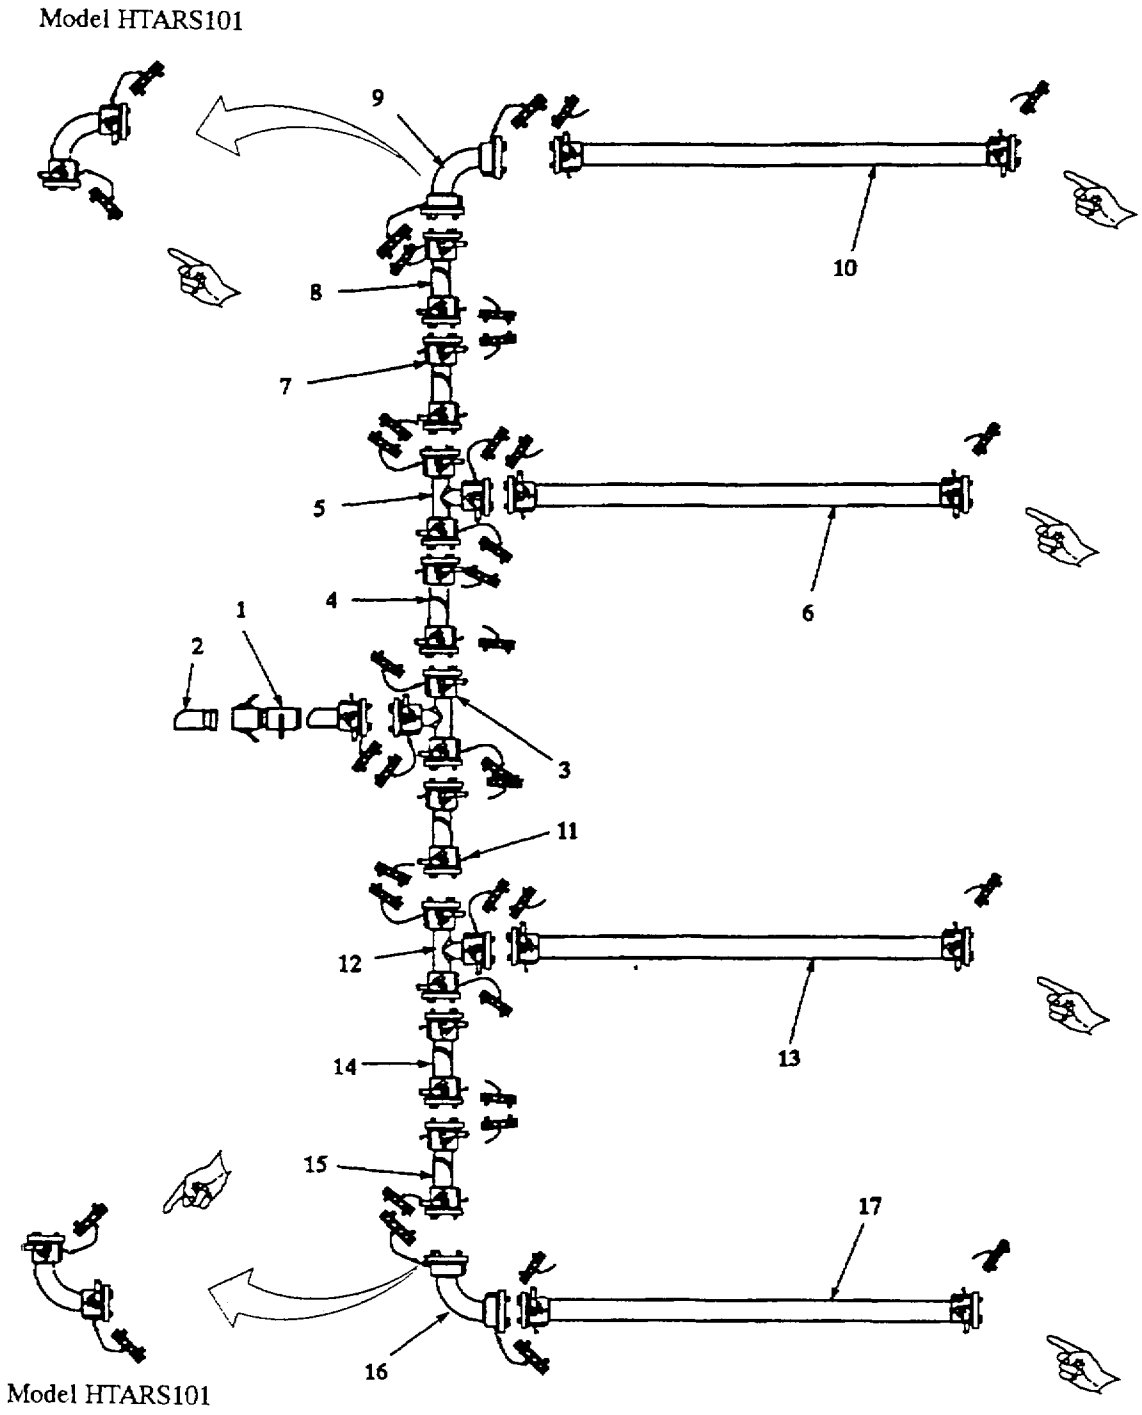

Figure 2-21. Fuel Hose Disassembly.
e. Fuel Hose Disassembly. Refer to figure 2-21. The fuel hose layout being disassembled mav have been modified to meet mission requirements. The following paragraphs provide instructions for disconnecting a typical fuel hose layout.